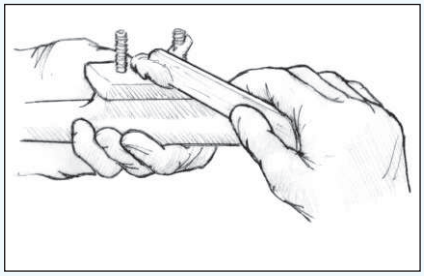

Figur 17 Stryk epoxiblandningen på beslagets limyta och fästdonets gängor.
4. Spruta in en epoxiblandning (konsistens: jordnötssmör) med fyllnadsmedel 404 eller 406 i hålet. Det får inte finnas några luftfickor i hålet när fästdonet satts på plats. Stryk även blandningen på beslagets limyta och fästdonets gängor *(Figur 17)*.